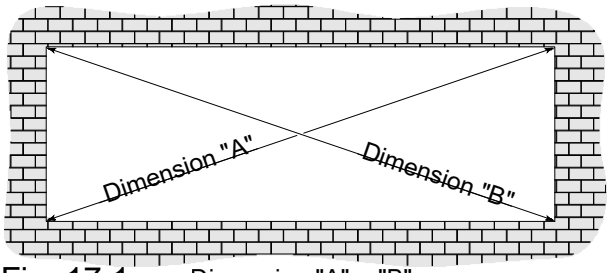

Fig. 17.1 Dimension "A" = "B"
A. Make sure the opening is square and plumb. Measure each diagonal of the opening. SEE Fig. 17.1.